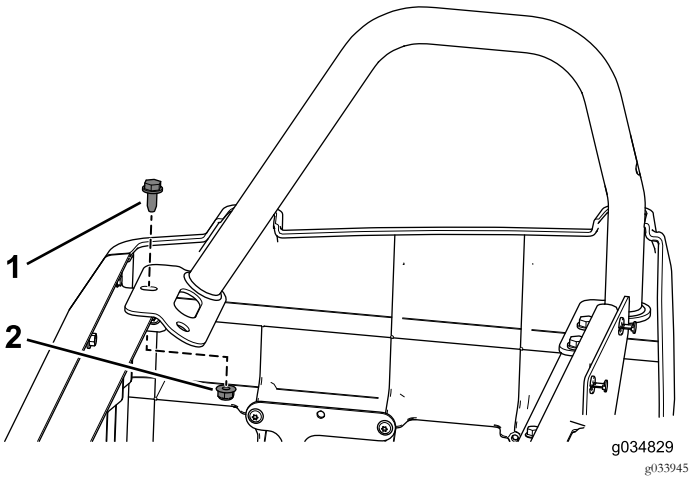

Figura 53
1. Retire el perno con arandela prensada y la tuerca con arandela prensada delanteros de la barra de seguridad derecha (Figura 53).